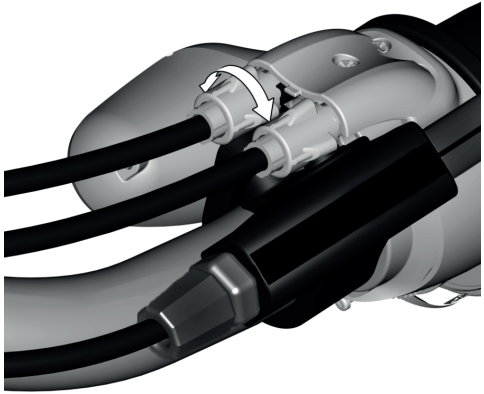

Abbildung 42 : Reduzierung oder Erhöhung des Kabelspiels durch Drehen der Zugeinstellschraube am Griffschalter
2. Stellen Sie das Kabelspiel ein (siehe Abbildung 42):